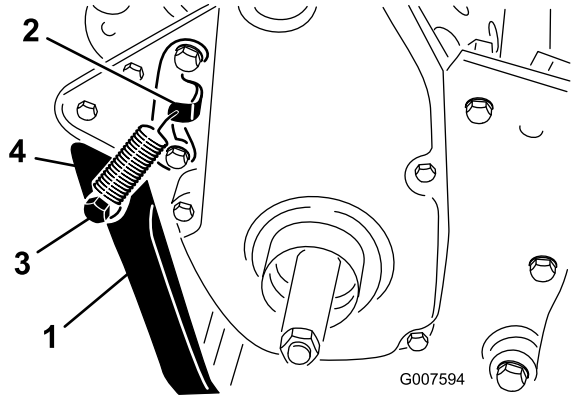

Figur 6
2. Hekt fjæren inn i hullet på fjærbraketten og videre på fjærbolten mens du justerer støtten i forhold til monteringshullene bak på rammen (Figur 6).
3. Monter støtten til hver side av rammen med en bolt, et avstandsstykke, en flat skive og en låsemutter (Figur 6).